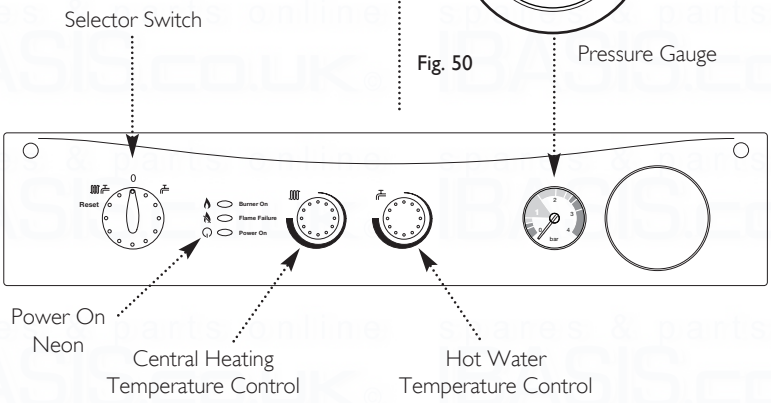

Fig. 51
2. Set the temperature controls to maximum and the selector switch to the Off position (Fig. 51).
5. Turn the selector switch fully anticlockwise against the spring pressure to the reset position and hold for 2 seconds to reset the boiler (Fig. 51).
6. Turn the selector switch to the Cental Heating and Domestic Hot Water position ( ). The power On neon ( ) will illuminate (Fig. 51).